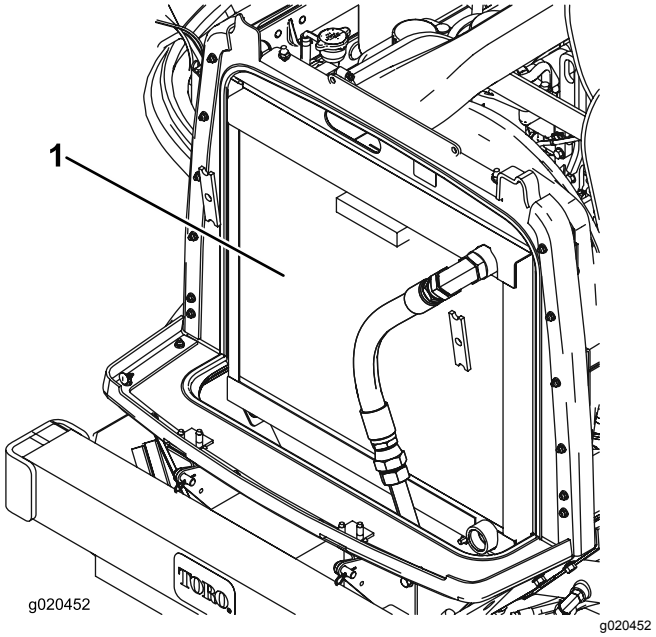

Figur 93
3. Rengör på båda sidor om kylaren/oljekylaren ordentligt med tryckluft (Figur 93).